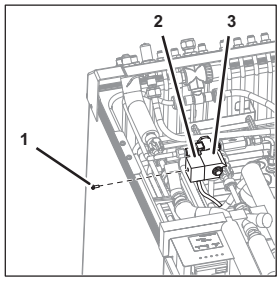

Fig. 48
1. Disconnect the plug (Fig. 48/2) of the solenoid valve (Fig. 48/3) by removing the fastening bolt (Fig. 48/1).
28. Attach the plug (Fig. 48/2) of the solenoid valve (Fig. 48/3) using the fastening bolt (Fig. 48/1).